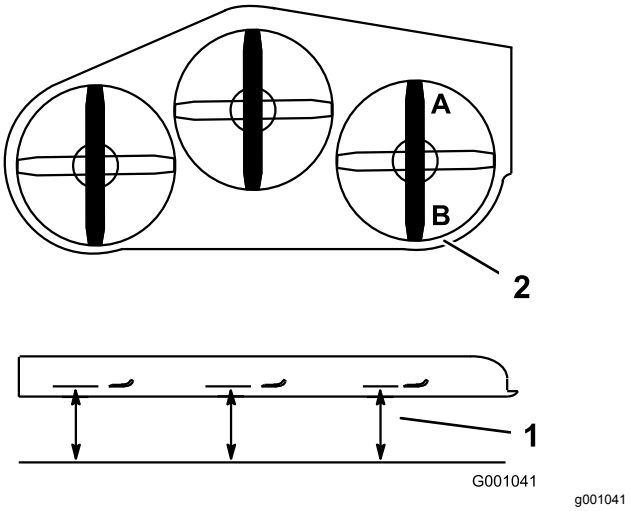

Figur 106
1. Ställ in den **högra** knivens främre-bakre lutning (Figur 106).
2. Mät den högra kniven vid punkt **A**, från en plan yta till knivens egg (Figur 106).
4. Mät den högra kniven vid punkt **B**, från en plan yta till knivens egg (Figur 106).
6. Gräsklipparkniven ska vara 6–10 mm lägre vid punkt **A** än punkt **B** (Figur 106). Fortsätt till nästa steg om detta inte är korrekt.